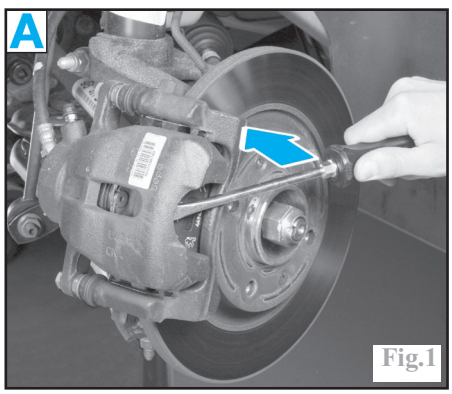

Fig.1
À l'aide d'un tournevis, faire levier pour repousser le piston de l'étrier en (A), en l'introduisant entre l'étrier et le dos de la plaquette extérieure afin de créer un léger jeu (Fig.1).